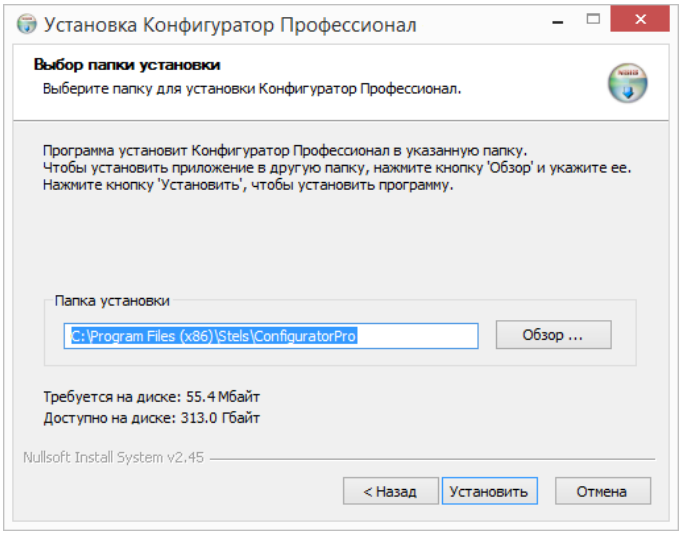

Рисунок 3.5 — Окно *Выбор папки установки*
5. В следующем окне укажите папку установки и нажмите кнопку Установить (см. рисунок 3.5).